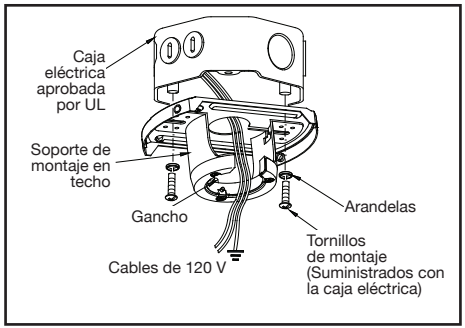

Figura 8
1. Pasa los cables de alimentación de 120 V a través del orificio central en el soporte de montaje de techo como muestra la Figura 8.
2. Instala el soporte de montaje de techo sobre la caja eléctrica, usando los tornillos de montaje incluidos. Nota que el lado plano del soporte de montaje está hacia la caja eléctrica. (Figura 8)